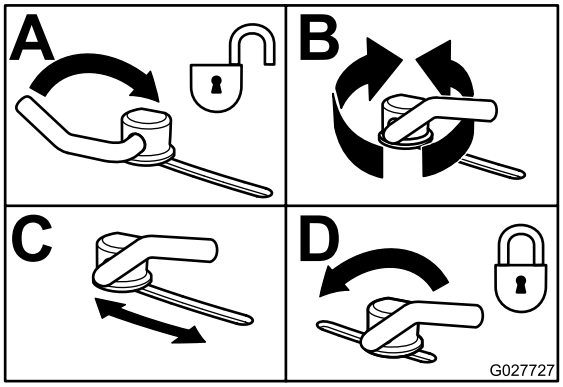

Figur 37
3. Justera kamlåsen genom att svänga upp spaken för att lossa kamlåset (Figur 37).
5. Sväng tillbaka spaken för att dra åt skärmen och kamlåsen (Figur 37).